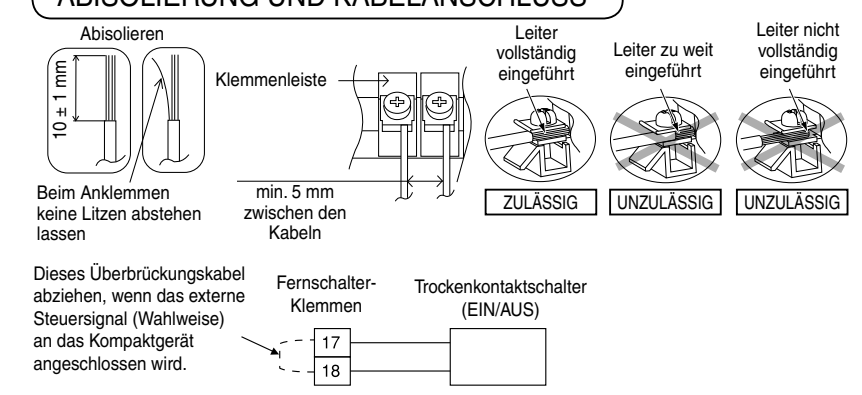

Abbildung 4.2: Anschluss des Fernschalters
9. Das externe Steuersignal sollte an einen 1-poligen Schalter mit einem Kontaktabstand von min. 3,0 mm angeschlossen werden. (Anschluss siehe Abbildung 4.2). Dessen Kabel muss ein (2 x min. 0,5 mm²) doppelt isoliertes PVC- oder Polychloropren-ummanteltes Kabel sein.